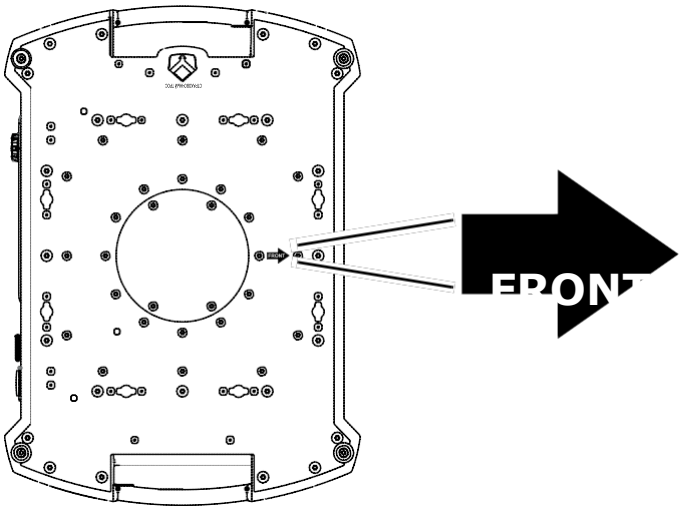

Рисунок 4: Передняя часть устройства
3. См. Рисунок 4. Обратите внимание на положение стрелки в нижней части основания. Стрелка указывает по направлению к передней части устройства.